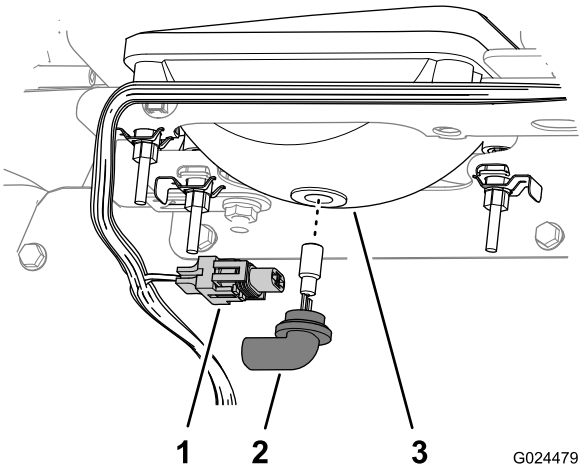

Rysunek 50
3. Odłącz złącze elektryczne wiązki przewodów od złącza żarówki z tyłu obudowy reflektora (Rysunek 50).
4. Przekręć zespół żarówki o 1/4 obrotu w lewo i wysuń do tyłu z obudowy reflektora (Rysunek 50).
5. Włóż nowy zespół żarówki w obudowę reflektora i ustaw wypustki żarówki równo z wycięciami w obudowie reflektora (Rysunek 50).
6. Zamocuj zespół żarówki, przekręcając go o 1/4 obrotu w prawo (Rysunek 50).
7. Podłącz złącze elektryczne wiązki przewodów do złącza nowego zespołu żarówki (Rysunek 50).